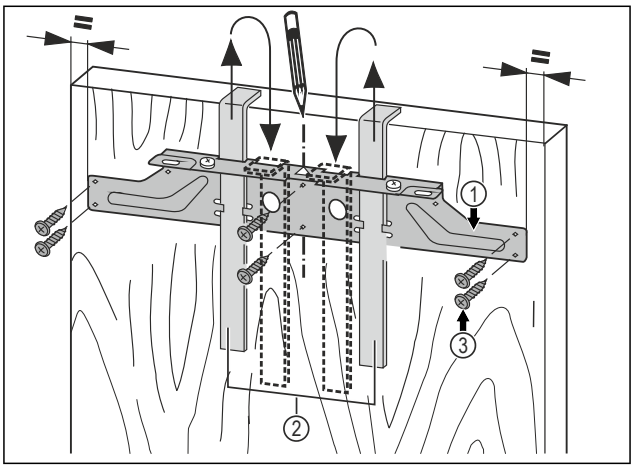

*Fig. 59*
▶ Hang the fastening bar *Fig. 59 (1)* with the mounting aids on the inside of the unit door *Fig. 59 (2)*.
▶ Align the fastening bar *Fig. 59 (1)* in the centre of the door.
▶ Tighten the mounting bar *Fig. 59 (1)* with at least 6 screws *Fig. 59 (3)*.
▶ Screw the mounting bar *Fig. 59 (1)*to the edge with 4 screws *Fig. 59 (3)*.
▶ Pull the assembly devices *Fig. 59 (2)* upwards and push them, at an angle, into the receiving openings.